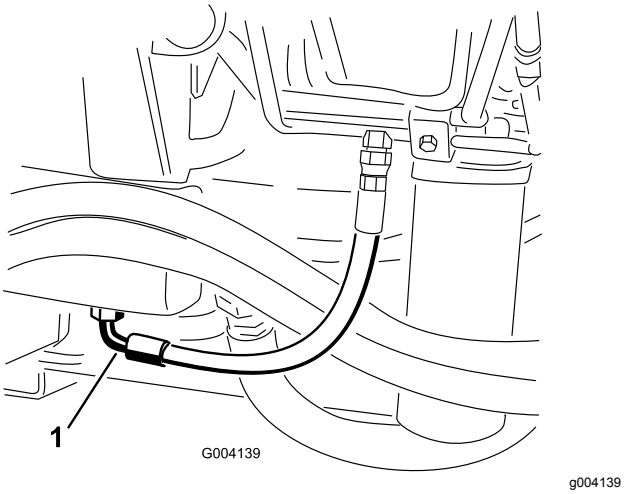

Figure 69
2. Placez un grand bac de vidange sous le raccord monté au bas du réservoir de liquide hydraulique (Figure 69).